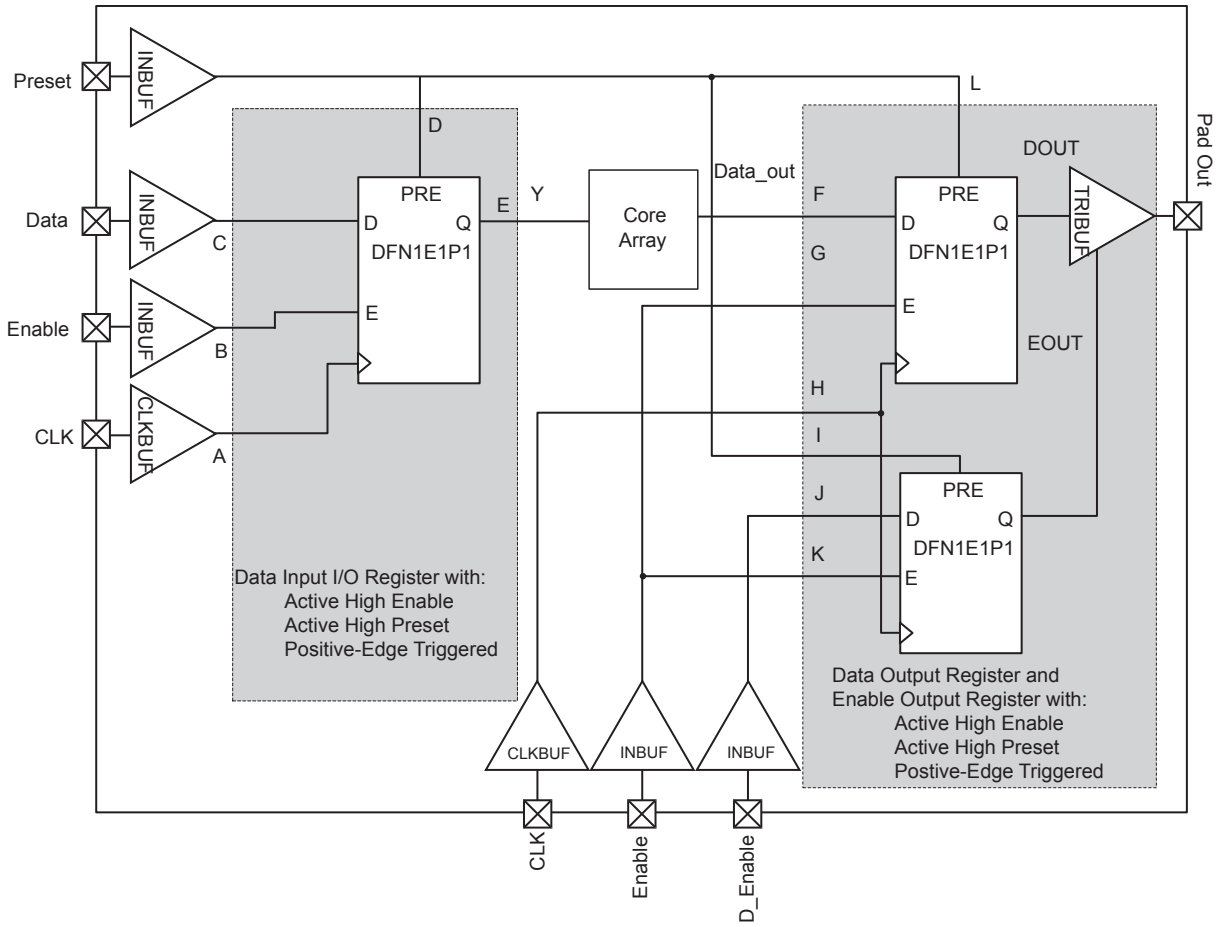

Figure 2-15 **• Timing Model of Registered I/O Buffers with Synchronous Enable and Asynchronous Preset**
*Note: *See Figure 2-15 on page 2-46 for more information.*